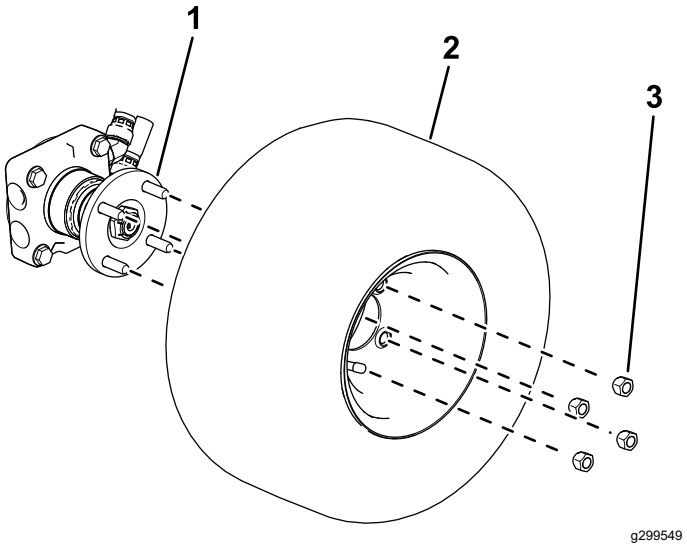

Figura 4
- **Macchine con trazione a 4 ruote motrici:** utilizzate 4 dadi ruota per fissare la ruota al mozzo (Figura 4).